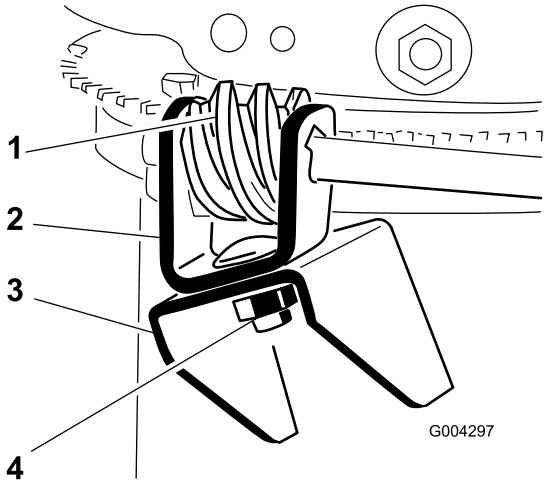

Figur 11
3. Påfør nr. 2 litiumbasert smørefett til snekkegiret (Figur 11).
4. Fest snekkegiret og braketten løst på monteringsflensen med en skrue, en Belleville-skive og en låsemutter som vist i Figur 11.
5. Skyv snekkegiret inn i tennene i sjaktens holdering og stram låsemutteren (Figur 11).